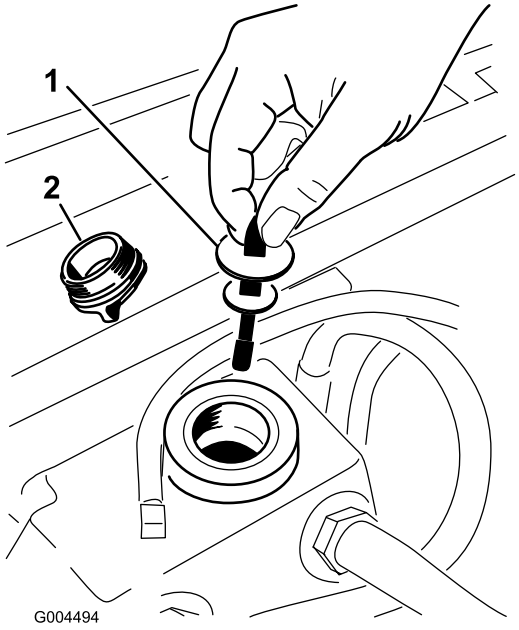

Figur 63
5. Lossa hydraultankens påfyllningslock (Figur 63) från påfyllningsröret.
6. Ta ut oljestickan och torka av den med en ren trasa (Figur 63).
7. Sätt i oljestickan i påfyllningsröret; ta ut den igen och kontrollera vätskenivån (Figur 63).